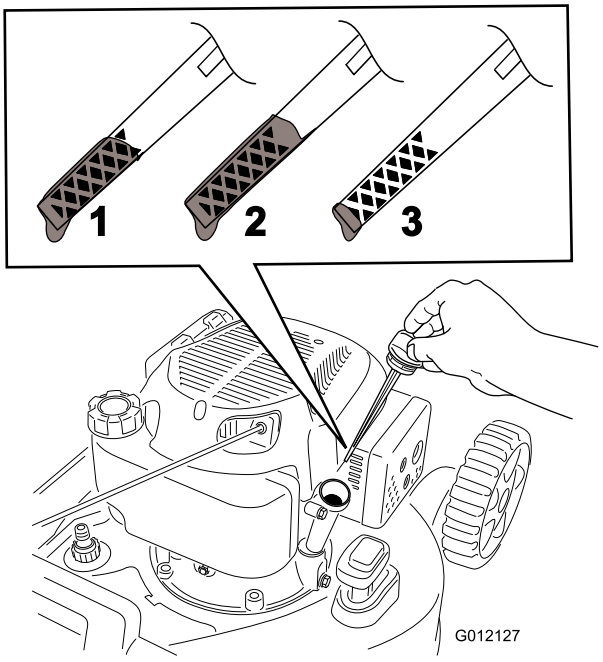

Rysunek 11
2. Wyjmij wskaźnik poziomu (Rysunek 11).
5. Wyjmij wskaźnik oleju i odczytaj widoczny na nim poziom oleju (Rysunek 11).